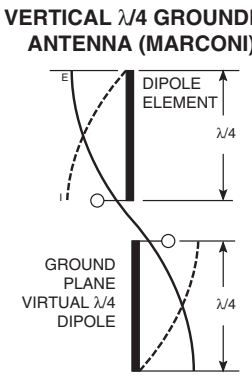

Figure 31: Dipole Antenna
4. In many antenna designs, particularly ¼-wave whips, the ground plane acts as a counterpoise, forming, in essence, a ½-wave dipole (Figure 31). For this reason, adequate ground plane area is essential. The ground plane can be a metal case or ground-fill areas on a circuit board. Ideally, it should have a surface area less than or equal to the overall length of the ¼-wave radiating element. This is often not practical due to size and configuration constraints. In these instances, a designer must make the best use of the area available to create as much ground plane as possible in proximity to the base of the antenna. In cases where the antenna is remotely located or the antenna is not in close proximity to a circuit board, ground plane or grounded metal case, a metal plate may be used to maximize the antenna's performance.